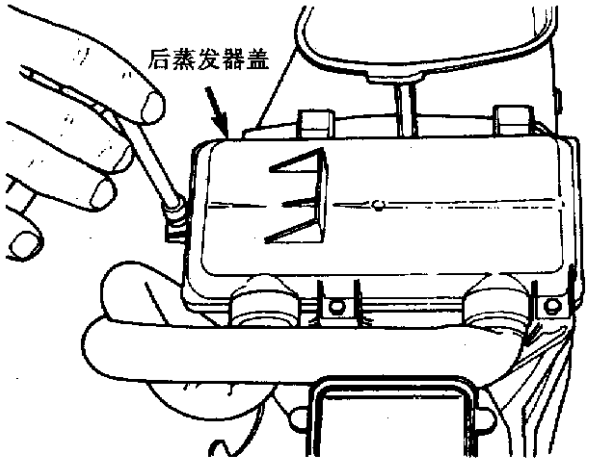

图 11－101　蒸发器盖
①拆下右后装饰衬板和 D 柱。
②拆下空调分配导管。
③拆下后暖风机/空调装置。
④拆下鼓风机蜗管。
⑤拆下蒸发器盖(图 11－101)。
⑥拆下将冷凝管路安装到膨胀阀上的螺母(图 11－102)。
⑦小心地将蒸发器和膨胀阀垂直拉出装置(图 11－103)，不要划伤密封表面。
⑧拆下并扔掉延伸管路和膨胀阀之间的 O 形环。
⑨盖住延伸管路密封表面，以防污染。
⑩将蒸发器和膨胀阀带至较干净的工作场所。
⑪拆下两个螺钉。
⑫拆下膨胀阀。
⑬测量拆下后的蒸发器里的残余油量。
①更换 O 形环。